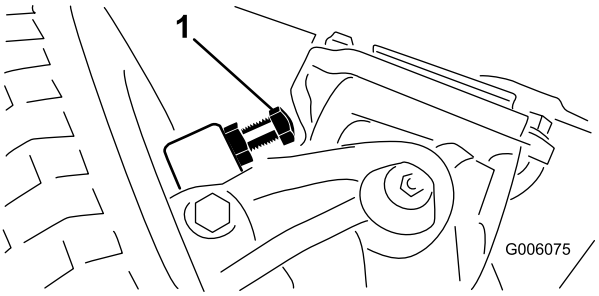

Figuur 60
1. Draai de bouten in of uit totdat de afstand 2,3 mm bedraagt (Figuur 60).